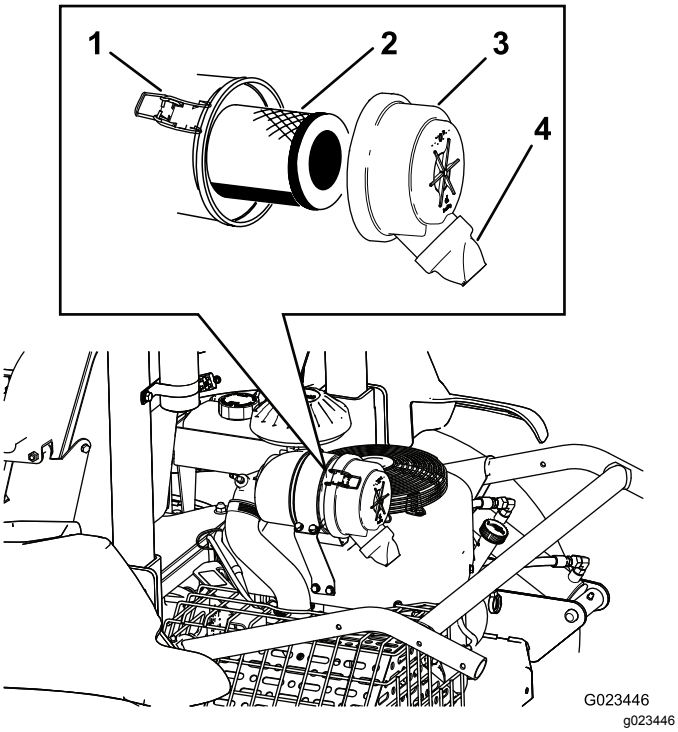

Figur 42
2. Utløs låsene som fester luftrenserdekslet til luftrenserhuset (Figur 42).